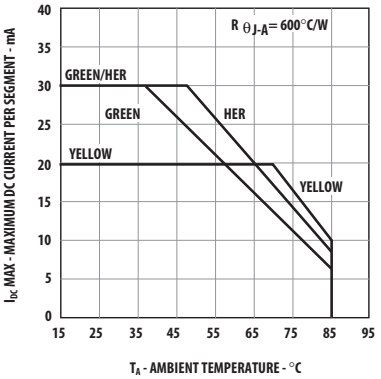

Figure 9. Maximum Allowable DC Current vs. Ambient Temperature. TJMAX = 100°C.
6. Derate maximum DC current for HER above T_A = 48°C at 0.58 mA/ °C, Yellow above T_A = 70°C at 0.66 mA/°C, and Green above T_A = 37°C at 0.48 mA/°C. See Figure 9.